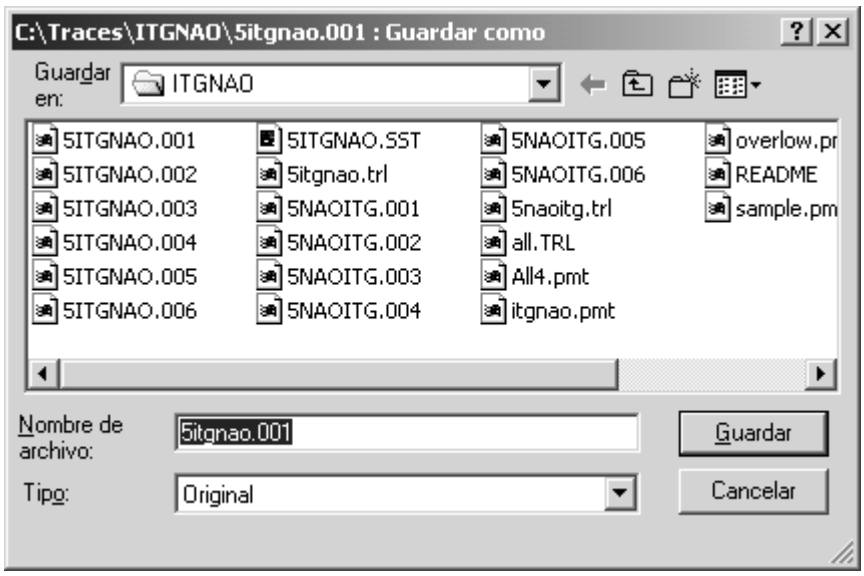

Figura 3-2: Cuadro de diálogo Guardar como
2. Seleccione Traza>Guardar como. Aparecerá el cuadro de diálogo (Figura 3-2) Guardar como.